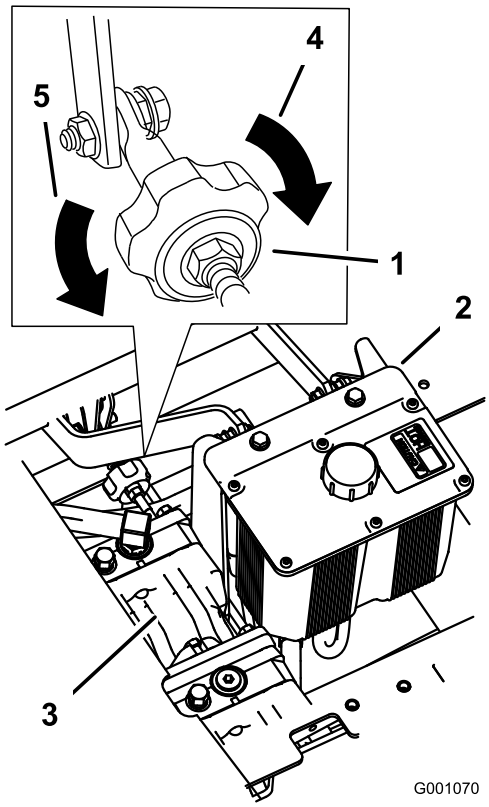

Figur 71
2. Juster pumpestangens længde ved at dreje knappen i den rigtige retning, indtil hjulet står stille eller kryber en smule i bakgear (Figur 71).